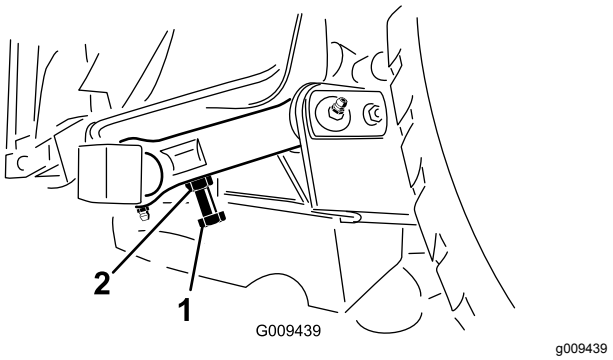

Figuur 29
3. Om de afstand in te stellen, gaat u naar de afstelbout op de achterste scharnierverbinding van het maaidek (Figuur 29). Draai de contramoer op de afstelbout los. Zet de afstelbout losser of vaster totdat de afstand 10–16 mm bedraagt en draai daarna de contramoer weer vast.